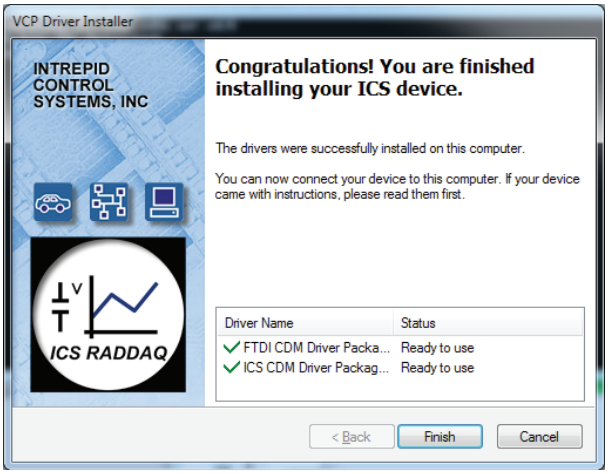

Figure 39: ハードウェアドライバーのインストール完了表示画面
9. ハードウェアドライバーのインストール: Next > をクリックしてインストールを初めて下さい。正常に処理すると図39の様な画面が表示されますので、Finish をクリックして終了して下さい。